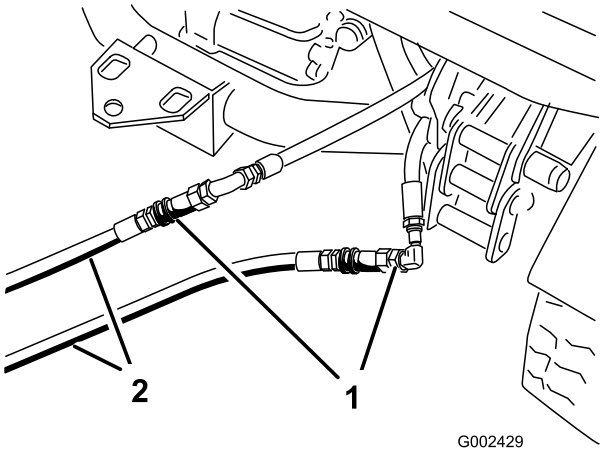

Figuur 80
- Sluit de twee opstartslangen op het defecte voertuig aan op de slangen die zijn losgemaakt (Figuur 80). Sluit de niet-gebruikte aansluitingen af.